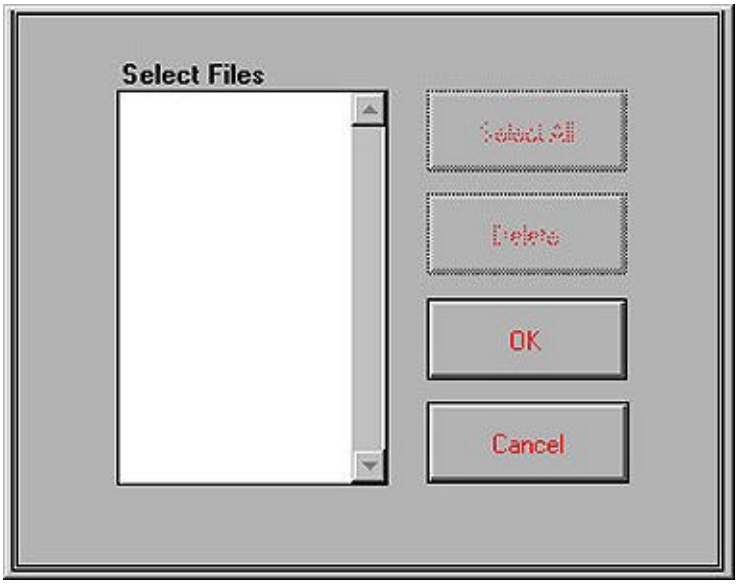

Figure 19.2. File Selection Dialog Box
19.1.3 A dialog box containing *Select Files* box (Figure 19.2) will appear. This box contains a list of completed runs. Each run may have several data files associated with it. They all are stored in *C:\emcore\Datalog\data\Run ID* directory. When any particular run name is selected from the list, all data files associated with this run will automatically be selected for zipping. To select a run to zip, highlight its name in the *Select Files* box and click on the **OK** button. A message will appear stating "*Compressing Files*." The data files for this run which have ".dat" extension will be converted to zip files with ".zip" extension. Those zip files will be placed into the same *C:\emcore\Datalog\data\Run ID* directory.